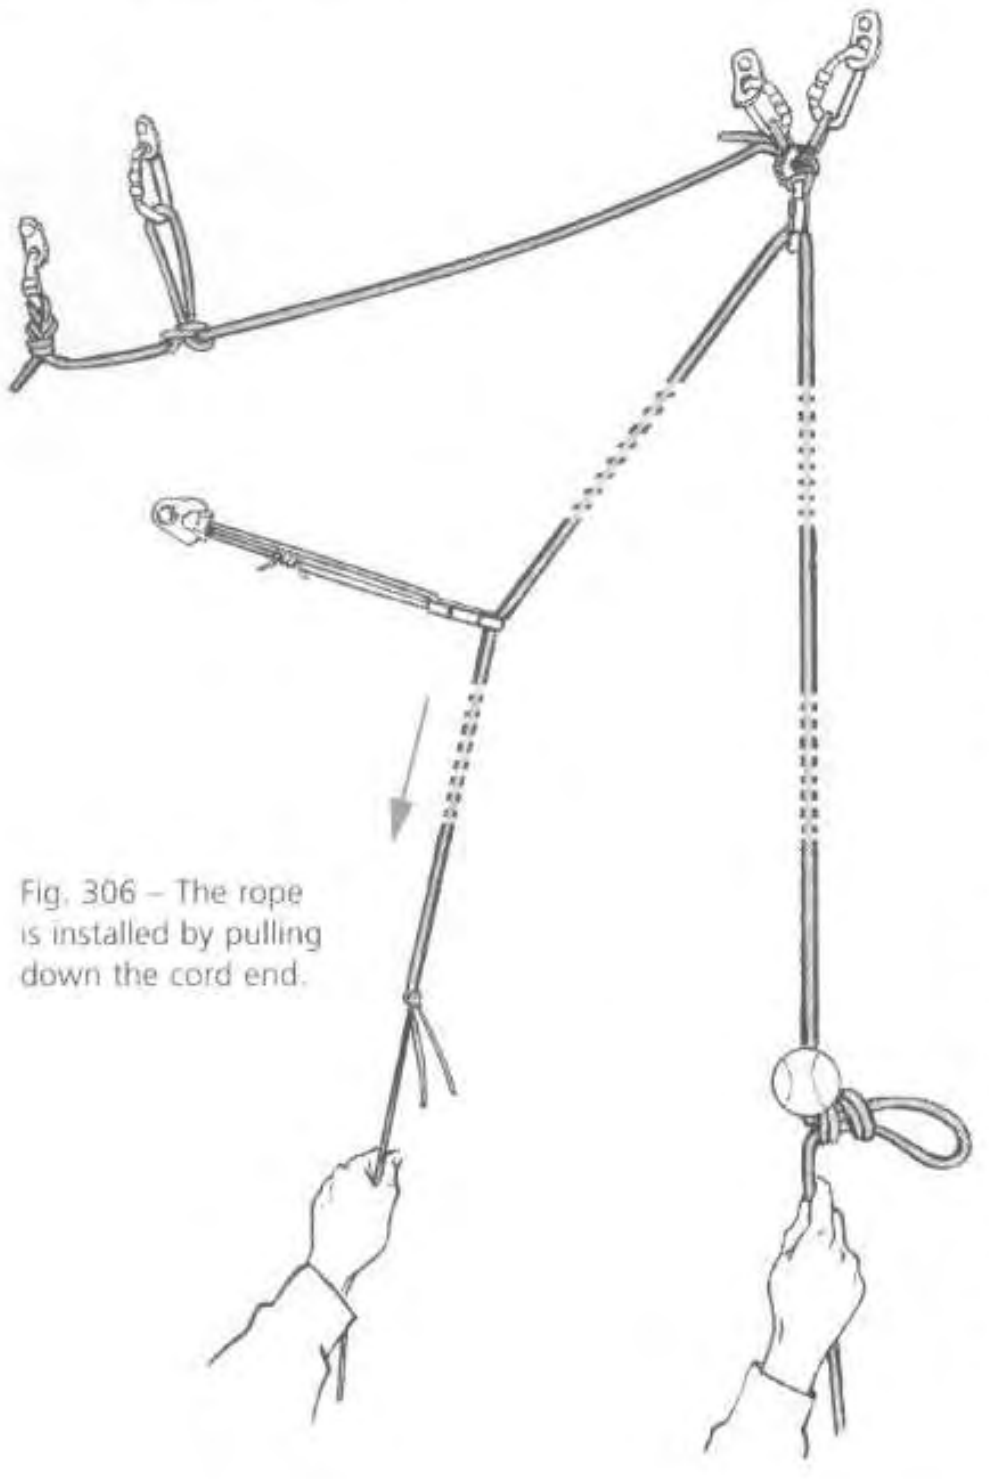

Fig. 306 – The rope is installed by pulling down the cord end.
- As the cord is pulled down, the tapered end of the rope goes up, passes through the return maillon and comes back down, passing through any deviations along the way (fig. 306). As the ball comes up against the return maillon, the rope is blocked in place. Correct installation is checked with a hard tug on the rope.